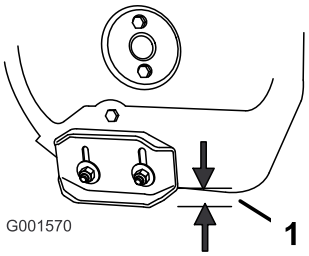

Figur 41
2. Lossa de muttrar som håller fast medarna på matarskruvens sidor, tills medarna enkelt kan flyttas upp och ned (Figur 41).